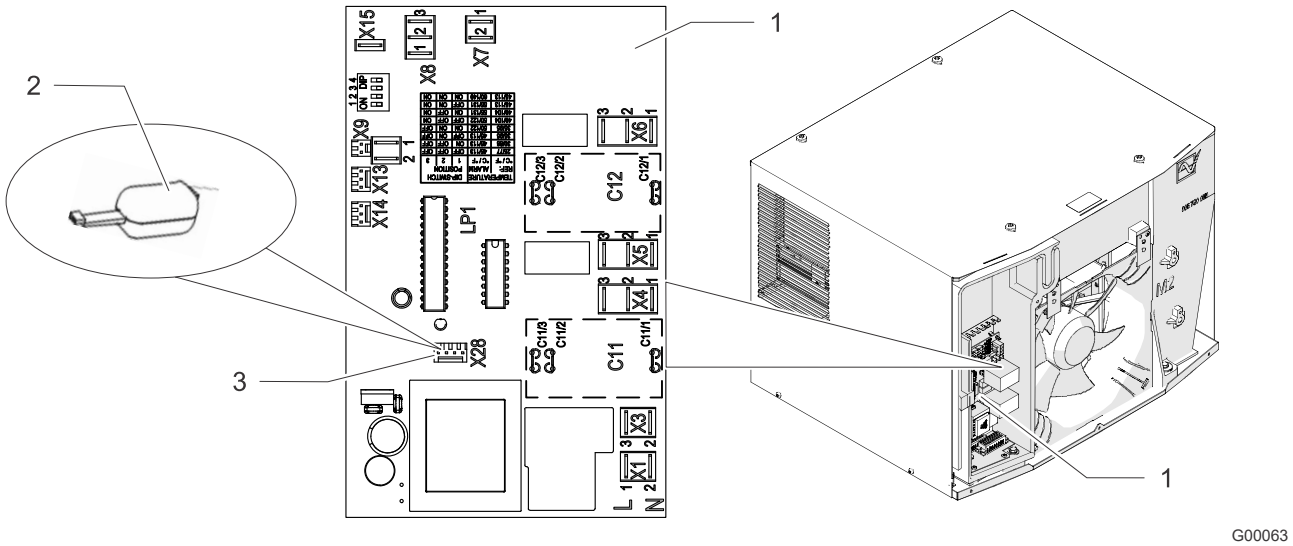

Fig. 27 : Interface de service
- La prise pour l'adaptateur USB (Fig. 27 , rep. 2) est marquée sur le plan de branchement avec l'identification de l'équipement X28 (Fig. 27 , rep. 3).
La platine du contrôleur (Fig. 27 , rep. 1) avec l’interface de service X28 (Fig. 27 , rep. 3) est accessible.
2. Raccorder l’adaptateur USB (Fig. 27 , rep. 2) à l’interface de service X28.